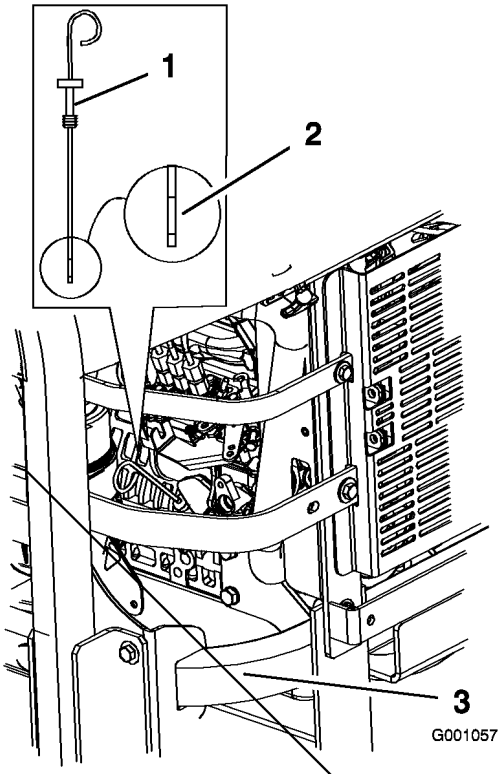

Figur 36
3. Rengjør rundt peilestaven (Figur 36), slik at smuss ikke kan komme ned i påfyllingshullet og kan skade motoren.
4. Trekk ut peilestaven og tørk av metallenden (Figur 36).
5. Skyv peilestaven helt inn i røret. Dra peilestaven ut og se på metallenden (Figur 36). Hvis oljenivået er lavt, hell sakte i nok olje i påfyllingshullet for å fylle nivået til Full-merket.